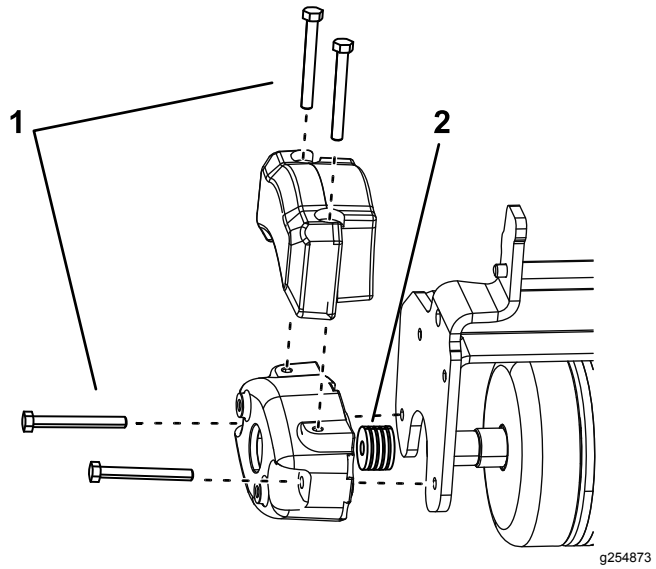

Рисунок 5
2. Установите 2 болта (5/16-18 x 2¾ дюйма), как показано на Рисунок 5.
3. Установите по 4 шайбы (⅛ дюйма) на каждый болт между противовесом и боковой пластиной тройного катка Tri-Roller (Рисунок 5).